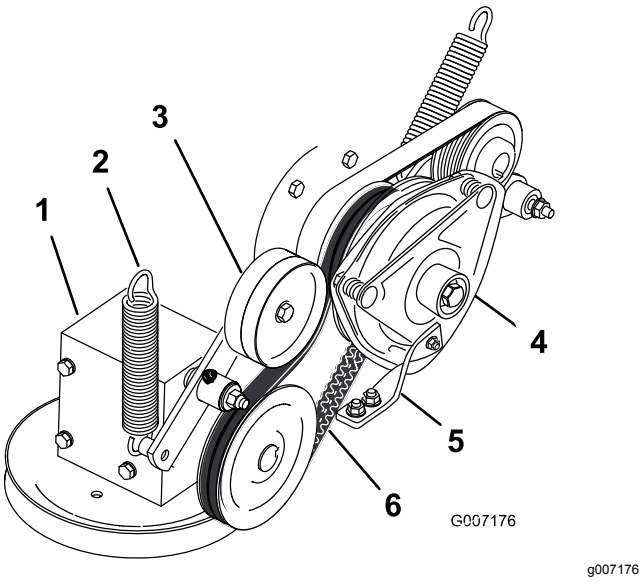

Figur 93
4. Demontera fjädern på remskivarmen (Figur 93).
7. Montera den nya kraftuttagsdrivremmen runt kopplingsskivan och växellådsskivan (Figur 93).
9. Montera fjädern på remskivearmen (Figur 93).